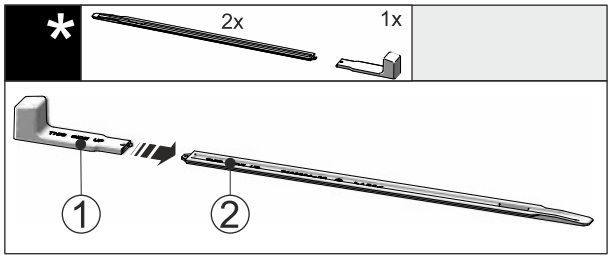

Fig. 49
▶ Attach the installation handle *Fig. 49 (1)* to the levelling rail *Fig. 49 (2)*.